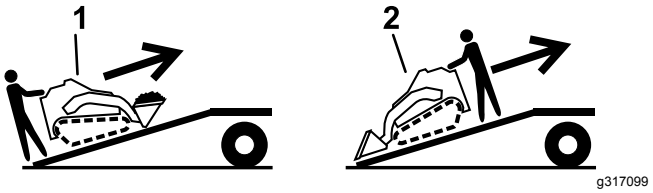

**Figur 20**
5. Lasta maskinen på släpet med den tyngre änden upp mot rampen och håll lasten nära marken (Figur 20).